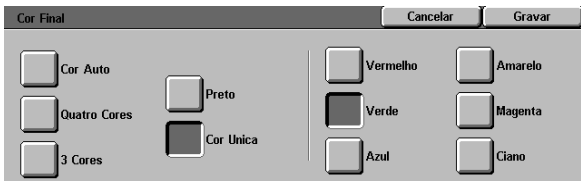

Figura 8: Ecrã Cópia Final com opções para Cor Única
1. No separador Cópia Básica, seleccione a opção **Mais...** em Cor Final, para visualizar o ecrã Cor Final, ilustrado na Figura 8.